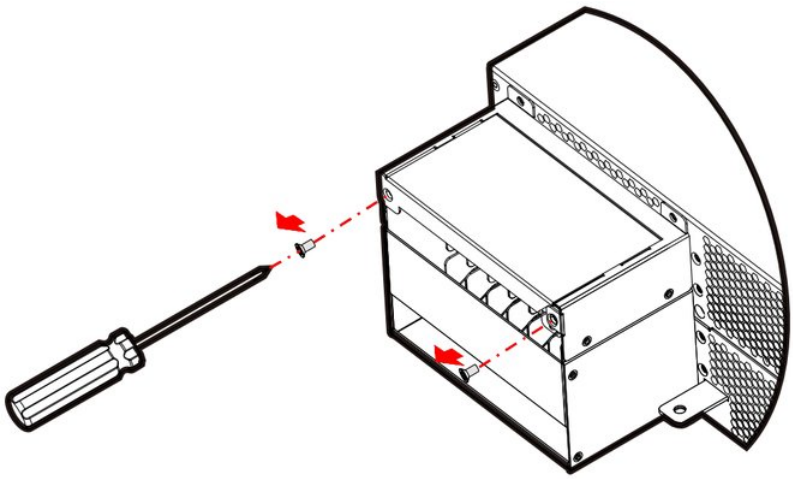

FIGURE 3-24 Removing the screws of the wiring cover
1. Before wiring, remove the countersunk screws of the wiring cover, as shown in Figure 3-24.